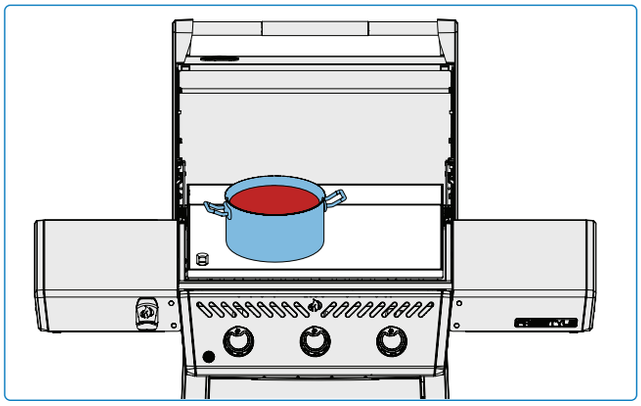

Fig. 10
- Utilice la plancha para derretir o calentar salsas. Coloque las ollas o sartenes a un lado a fuego bajo o medio**. (Fig. 10).**